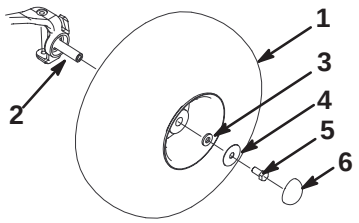

Figur 3
4. Montera hjulen med de avlägsnade fästelementen (figur 3) och dra åt bultarna till 183–224 Nm.